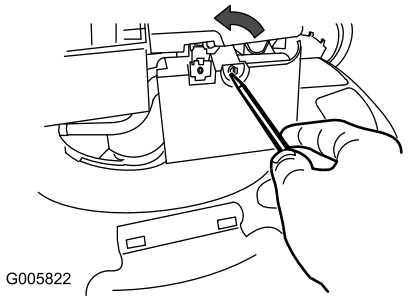

Figuur 19
1. Gebruik een schroevendraaier om het luchtfilterdeksel te openen (Figuur 19).